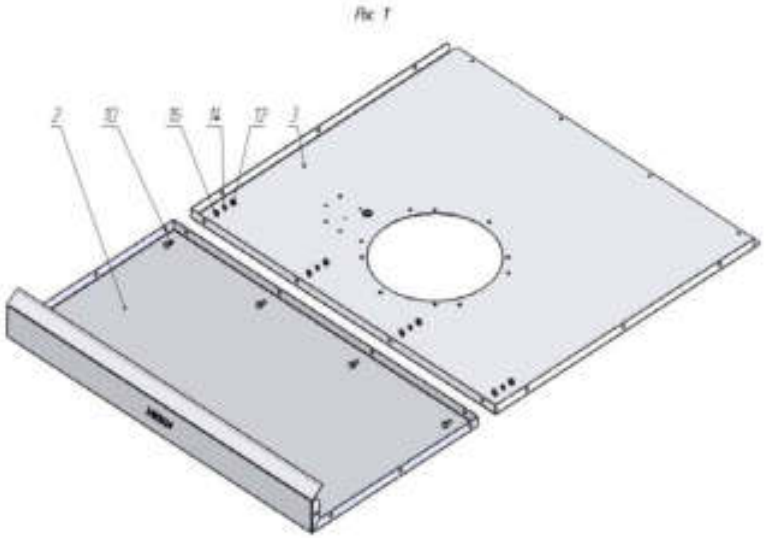

Рис. 2
3.3.3. Собранный узел и две боковины поз. 1 (Рис. 2) закрепить комплектом крепежа поз. 10, поз. 12, поз. 14, поз. 16 (Рис. 2). Крепёж не затягивать.